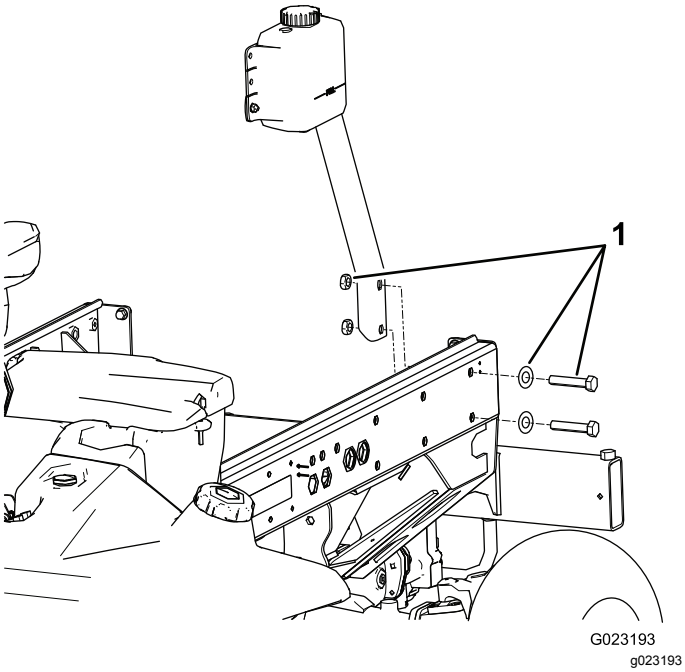

Figuur 18
1. Verwijder de 2 bouten, 2 ringen en 2 moeren waarmee de montagebeugel van het reservoir aan de linker framerail is bevestigd (Figuur 18).